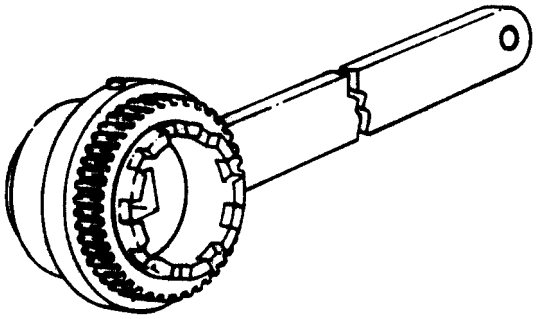

Figure 8. 6799621 Turbine Coupling Clamp Nut Wrench
c. Using 6799621 wrench (figure 8) remove (right–hand threaded) nut (2, figure 7).